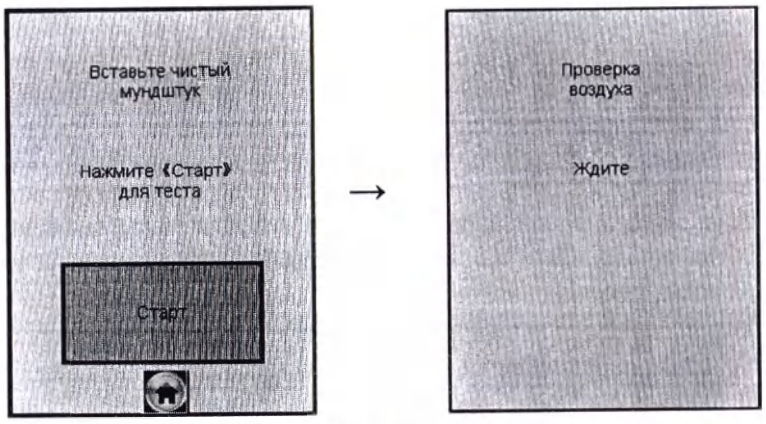

Рисунок 15 – Начало процедуры измерения
2.7.6 Когда данные всех полей будут введены, на экране появится окно с сообщением «**Вставьте чистый мундштук**» (рисунок 15, слева).
В этот момент происходит отбор пробы воздуха (слышен двойной щелчок срабатывания заборной системы) для выполнения автоматической проверки отсутствия этанола и других компонентов, которые могут оказать влияние на показания анализатора, в окружающем воздухе, в заборной системе анализатора и в мундштуке (рисунок 15, справа):
2.10.2 Выберите режим измерения без ввода данных, касаясь стилусом соответствующего пункта-иконки . На экране появится сообщение «Вставьте чистый мундштук» (рисунок 15).